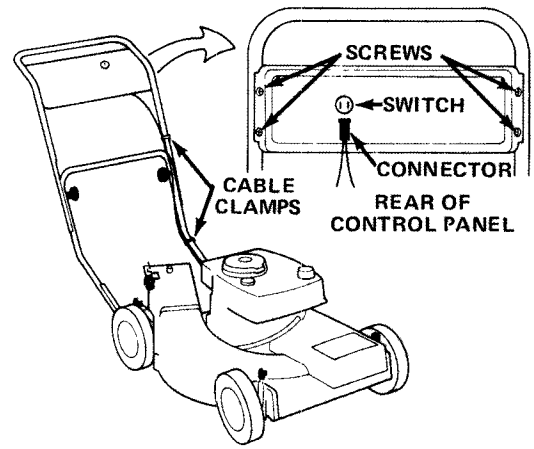

Figure 2
1. Route control panel behind lower handle and install it against upper handle with four self-tapping screws (Fig. 2).
2. Secure wire to inside of upper and lower handles with two cable clamps (Fig. 2).
3. Push wire connector onto switch (Fig. 2).